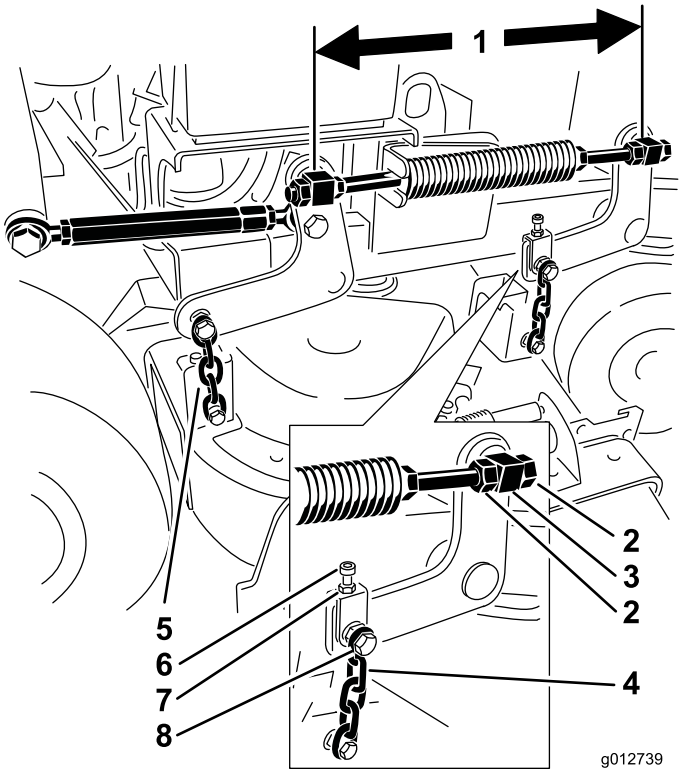

Bild 82
6. Prüfen Sie den Abstand zwischen den Drehzapfen; messen Sie in der Mitte der Drehzapfen (Länge Mitte-zu-Mitte) an der Gewindestange. Die Länge muss bei 91-cm-Mähwerken 49,5 cm und bei 102-cm-Mähwerken 43,7 cm betragen (Bild 82).
9. Stellen Sie die Länge zwischen den vorderen und hinteren Drehzapfen an dieser Seite mit den Klemmmuttern vorne am Drehzapfen ein (Bild 82).
11. Stellen Sie mit der Einstellschraube die gleiche Spannung an beiden vorderen Ketten ein (Bild 82).
5. Lösen Sie die Mutter am oberen Kettenbolzen und die Klemmmutter an der Einstellschraube (Bild 82).
6. Stellen Sie mit der Einstellschraube einen um 6 bis 10 mm niedrigeren Wert vorne an Stelle **A** als hinten an Stelle **B** ein (Bild 82).